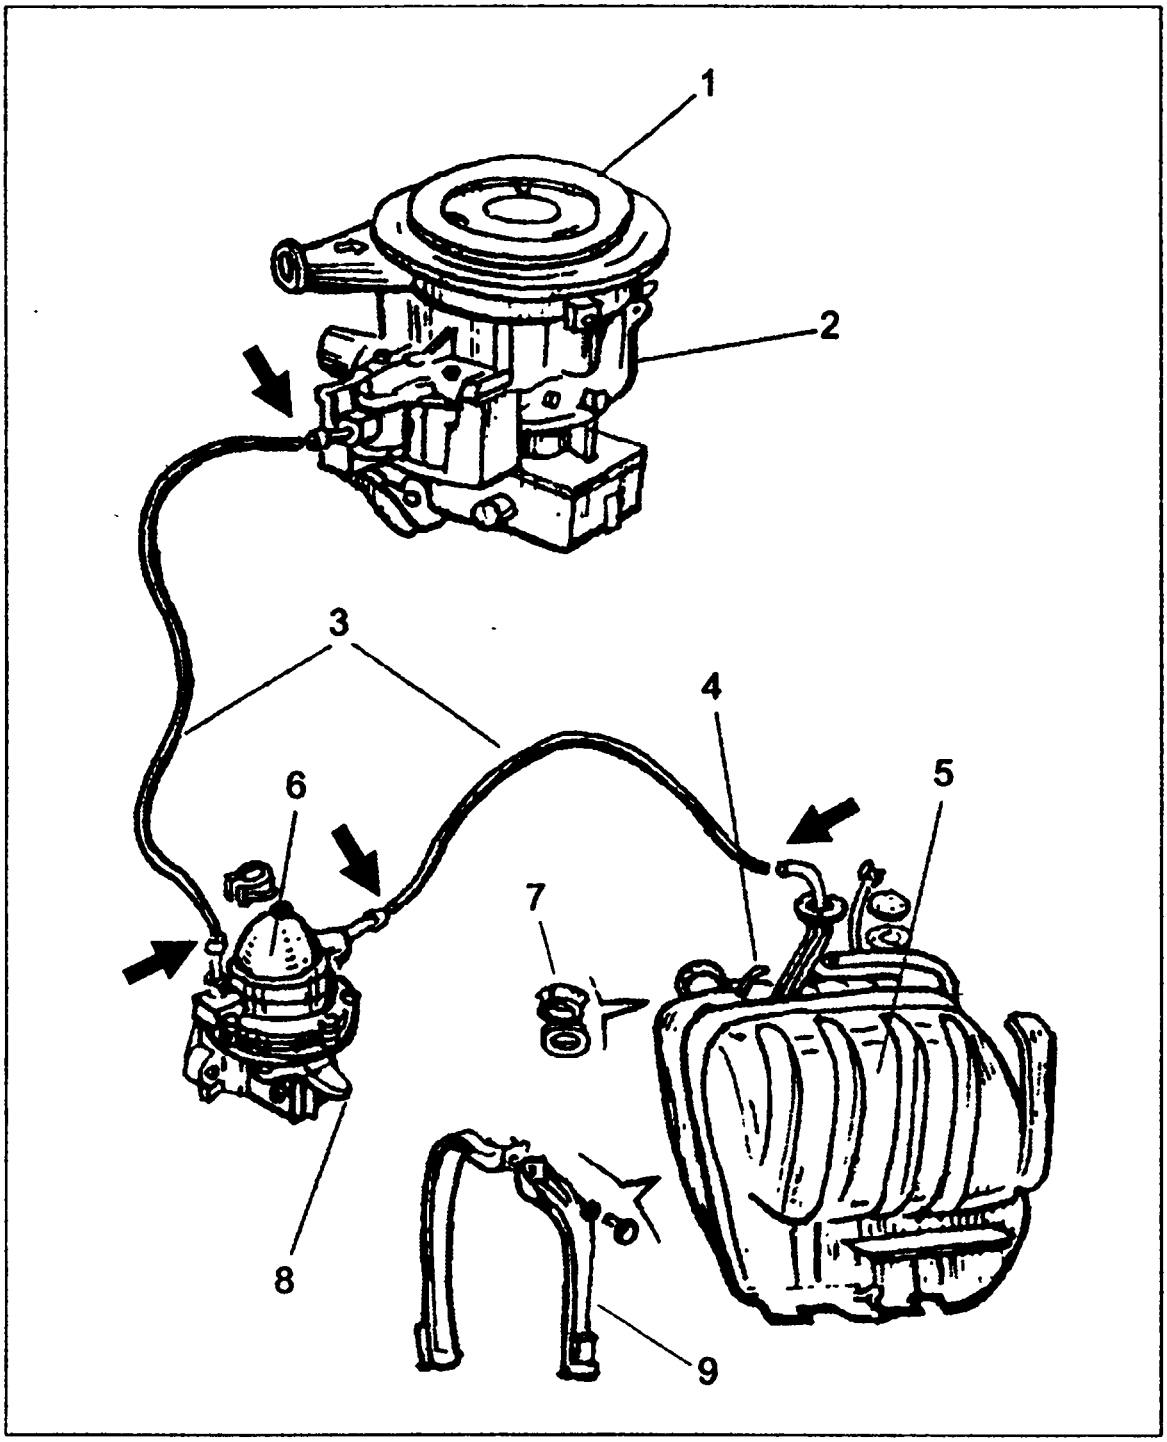

Рис. 30. Стрелками обозначены места отсоединения топливопроводов при обнаружении дефектов системы питания:
- замерзание воды в топливопроводах (рис. 30).